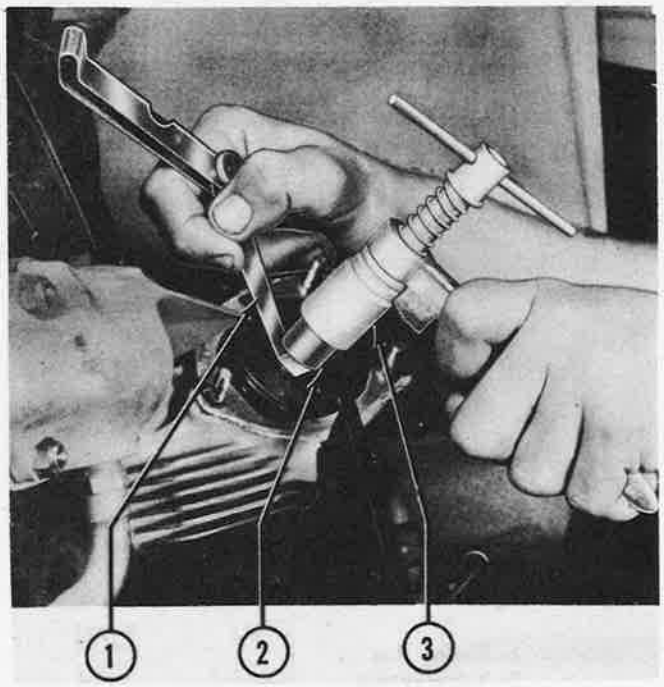

Figure 209—Adjusting Valve Clearances
4. Insert a .020 inch feeler gage (figure 209) between the ball tip of the adjusting screw and the top of the valves of cylinder 1. Adjust the screw until the clearance at this point is .020 inch, then tighten the lock nut.